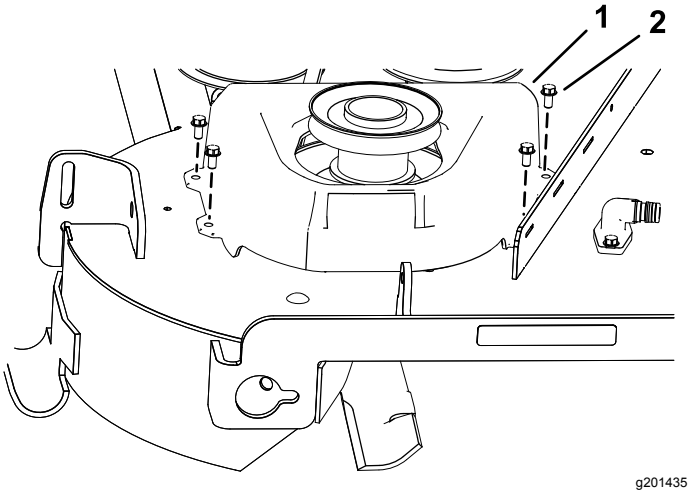

Figur 12
4. Montera den nya remkåpan över remskivemonteringen med hjälp av de fyra skruvar som togs bort tidigare (¼ x ½ tum) enligt Figur 12.